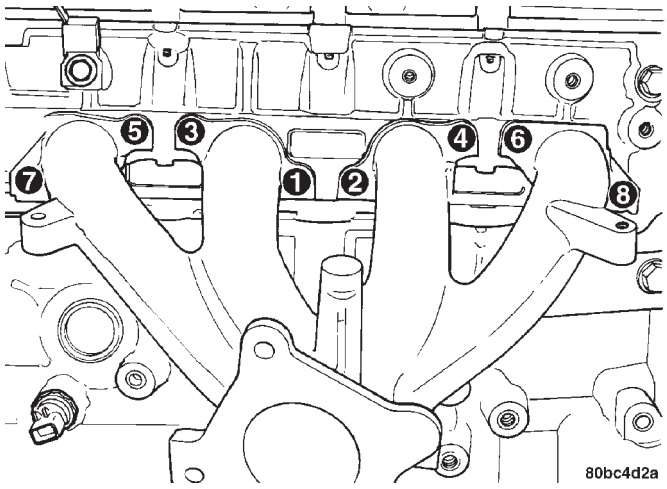

Abb. 38 Auspuffkrümmer-Anzugsreihenfolge
(1) Auspuffkrümmer und zugehörige Dichtung in Einbaulage anordnen.
(2) Auspuffkrümmerschrauben eindrehen und in der in (Abb. 38) gezeigten Reihenfolge mit einem Anzugsmoment von 23 N·m (200 in. lbs.) festziehen.